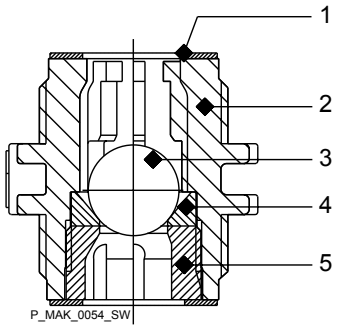

Рис. 26: одношариковый клапан в разрезе
1. Выкрутив болты, откройте крышку клапана (5) со стороны всасывания, см. Рис. 26.
2. Осторожно извлеките детали из корпуса клапана (2).
6. Если имеется: вставьте нажимную пружину в корпус клапана (2).
7. Вставьте шарик клапана (3) и седло клапана (4).
8. Вкрутите крышку клапана (5).